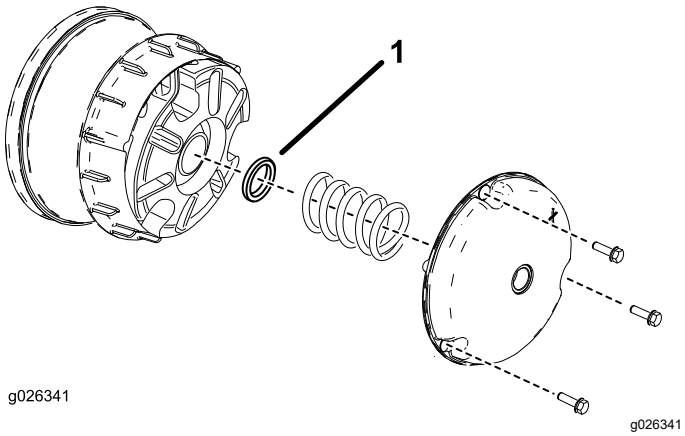

Figur 63
2. Ta bort skruvarna som fäster den primära kopplingskåpan enligt Figur 63.